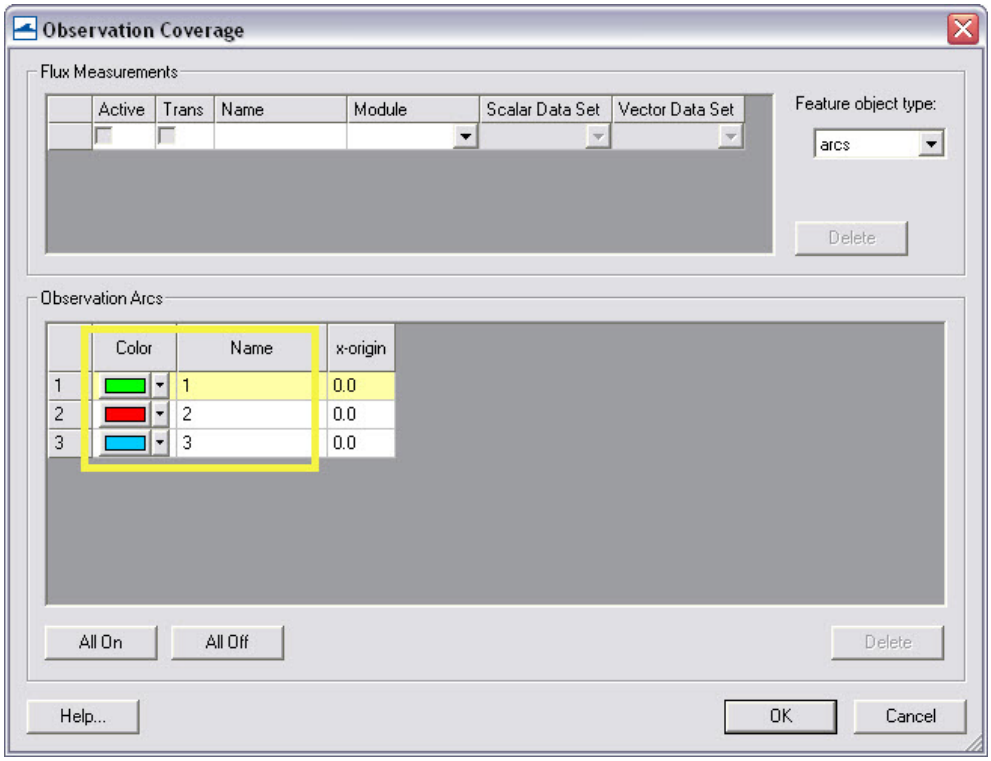

Figure 40. *Observation Coverage* options.
5. Rt-click and click on *Attributes*, and set the color and name(s) of each arc which are listed together in the *Observation Coverage* options (Figure 40), click *OK*.